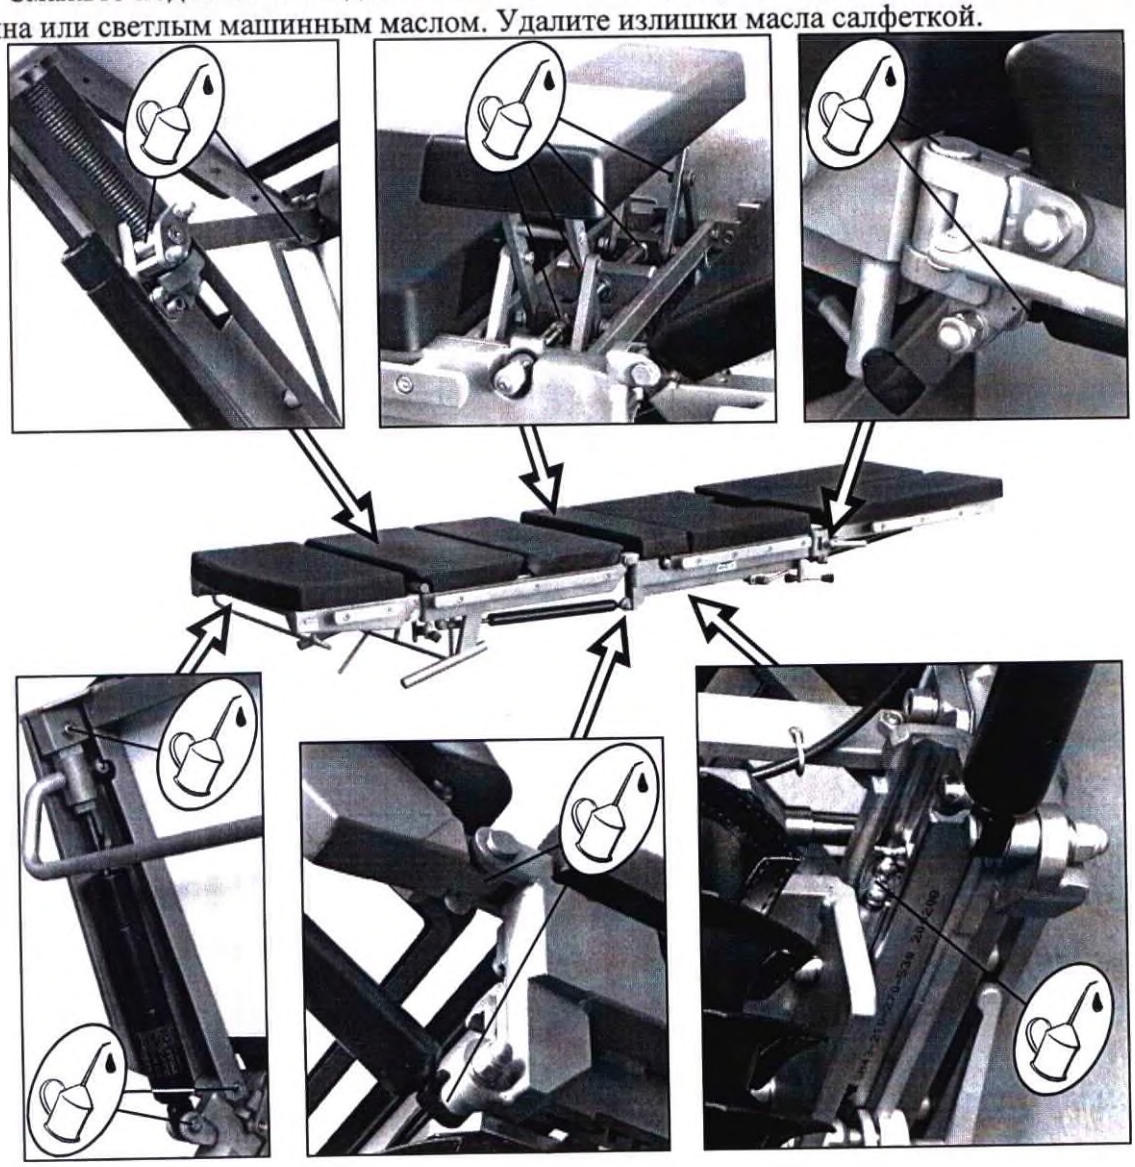

Рисунок 21. Схема смазки панели стола.
- смажьте все подвижные соединения панели стола тонким слоем технического вазелина либо светлым машинным маслом (Рисунок 21);